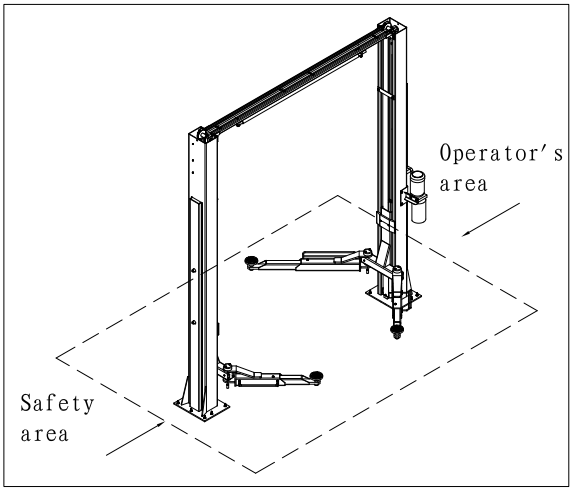

Abb. 8 Arbeitsbereich
Während der Hub- und Senkbewegungen muss sich der Bediener am in Abb. 8 festgelegten Bedienplatz aufhalten. Personen dürfen sich keinesfalls im dort markierten Gefahrenbereich aufhalten. Der Aufenthalt unter dem Fahrzeug ist nur erlaubt, wenn das Fahrzeug in angehobener Stellung sicher abgesetzt ist.
• Personen halten sich beim Anheben des Fahrzeugs im Sicherheitsbereich auf (Abb. 8).